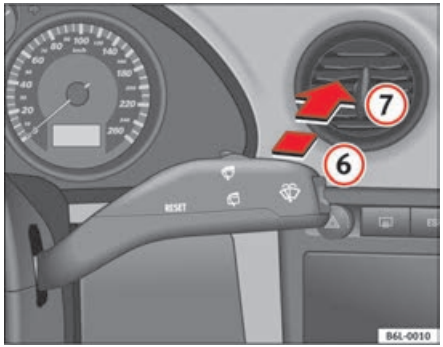

Fig. 68 Windscreen wiper and windscreen wash lever: rear window wiper
– Press the lever forwards to position (6) ⇒ fig. 68. The wiper will wipe the window approximately every 6 seconds.
– Press the lever fully forwards to position (7) ⇒ fig. 68. The rear wiper and washer operate at the same time. The windscreen wash system will function as long as you hold the lever in this position.